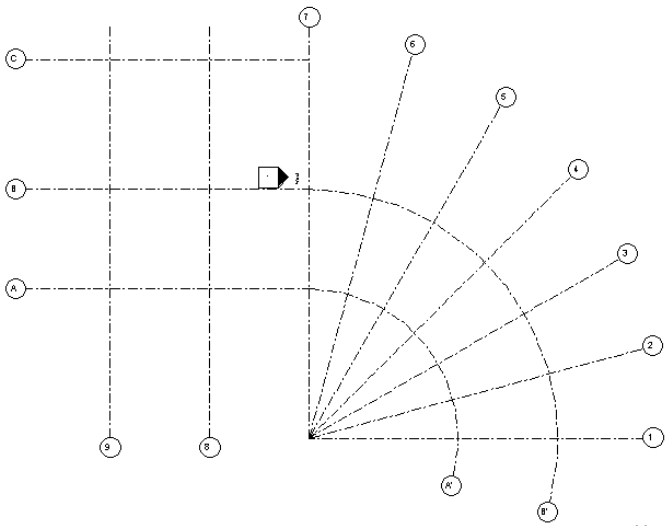

Figure 3-65 *The grid lines with new names*
4. Select them individually and repeat steps 2 and 3. Refer to Figure 3-65 for new names of the grids.